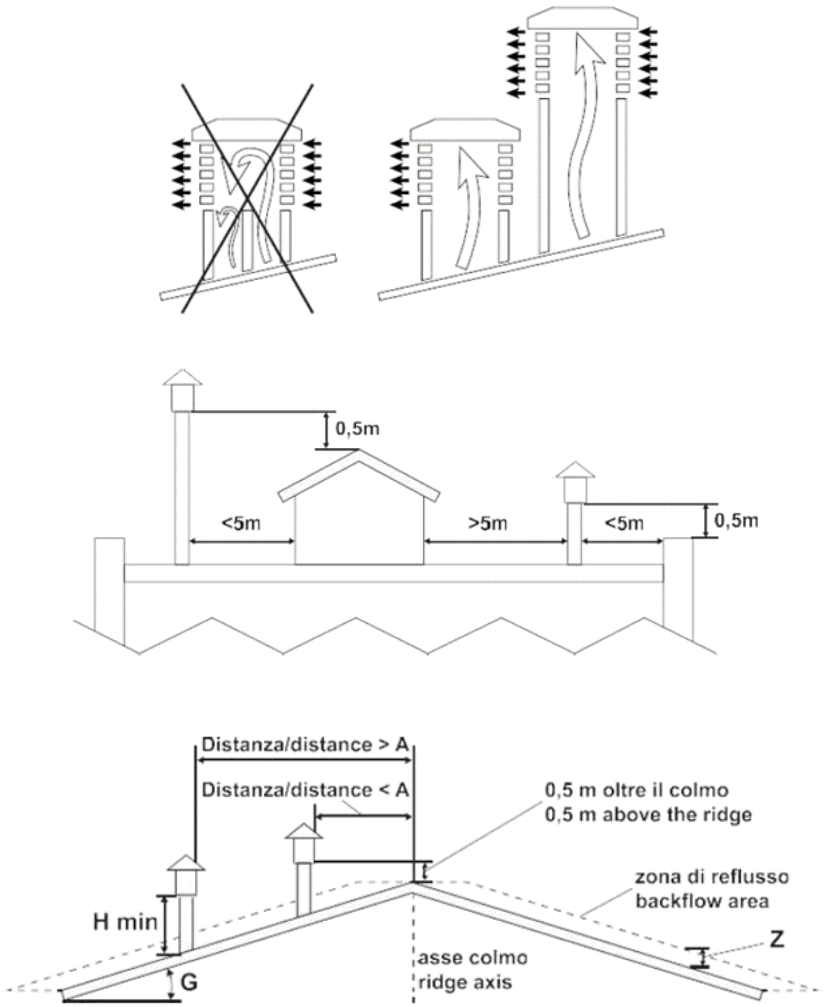

Abbildung 3 - Zulässige und verbotene Schornsteininstallationsmethoden
- Der Schornstein sollte so angeordnet werden, dass eine ausreichende Verteilung und Verdünnung der Verbrennungsprodukte gewährleistet ist, und zwar auf jeden Fall außerhalb der Rückflusszone. Diese Zone hat je nach Neigungswinkel des Daches unterschiedliche Größen und Formen, daher müssen die in Abbildung 3 gezeigten Mindesthöhen eingehalten werden.
- Der Schornstein sollte winddicht sein und die Firsthöhe überschreiten (Abb. 3).